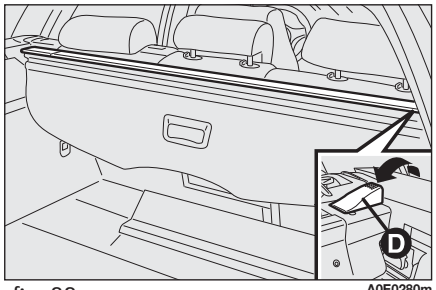

fig. 22 A0E0280m
- ❒ keep the lever **D-fig. 22** up and fit the net into the proper seat on the right side;